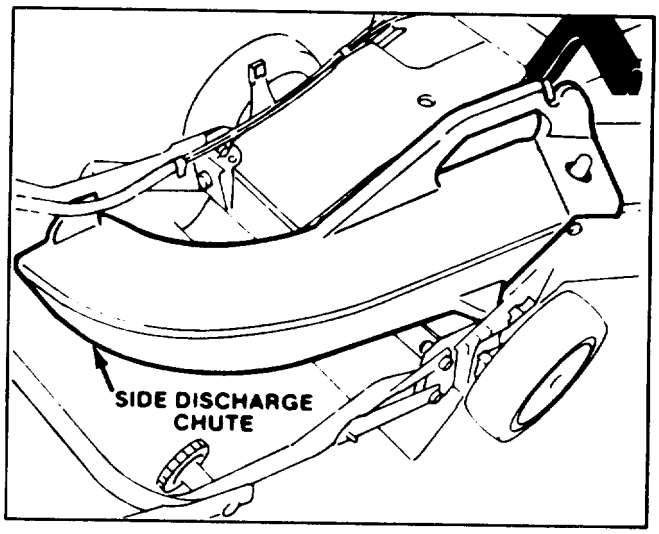

Figure 26
2. Side Discharge Kit, Model 59168 – (requires Rear Bagging Kit, Model 59174). Installs in seconds. Rear mounted in place of grass bag or discharge tunnel plug. Disperses clippings while trimming on both sides (Fig. 26).